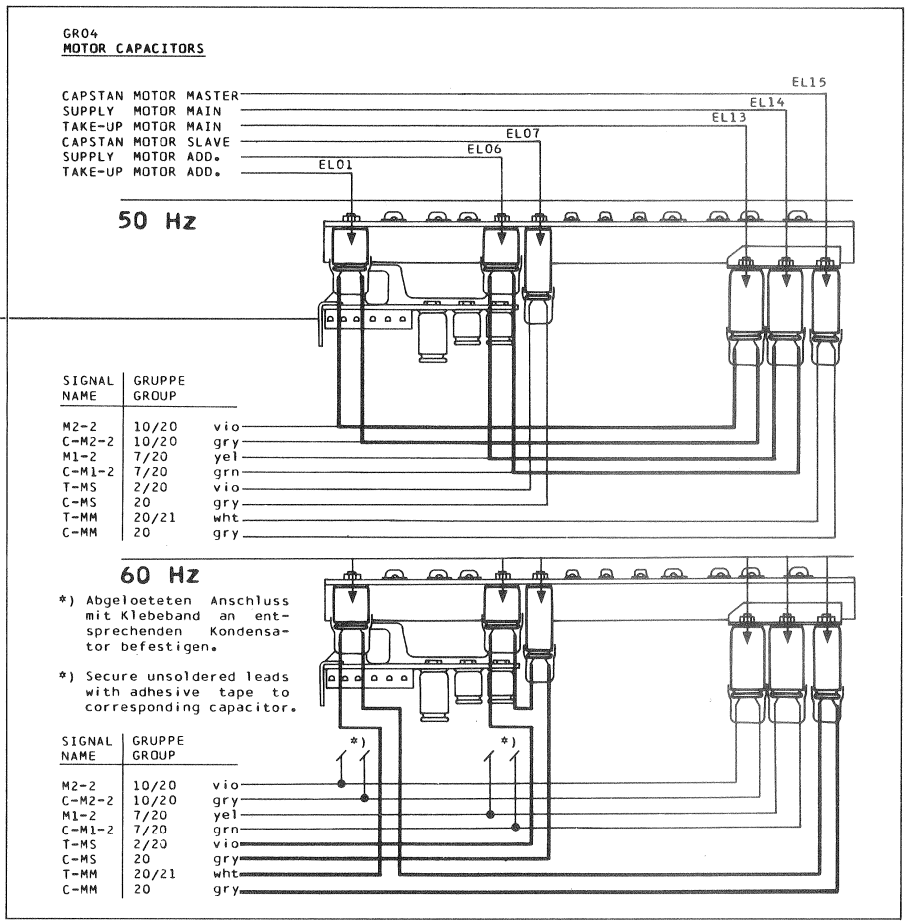

Fig.2.2
- Verdrahtung der Phasenschieber-Kondensatoren -> Fig.2.2